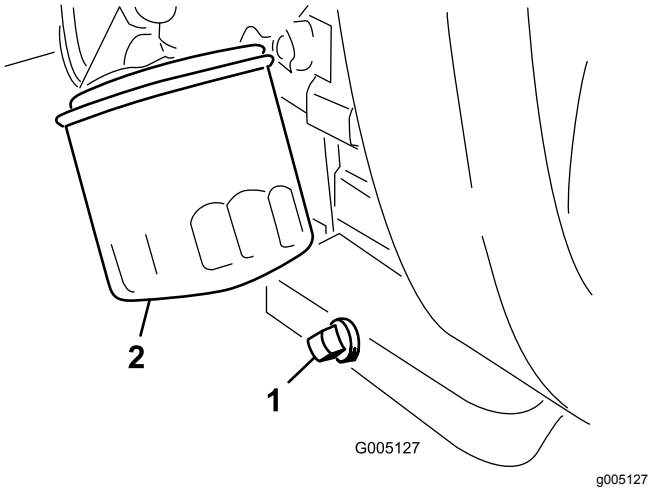

**Figur 39**
1. Ta bort avtappningspluggen (Figur 39) och låt oljan rinna ned i ett avtappningskärl. Sätt tillbaka avtappningspluggen när oljan har slutat rinna.
2. Avlägsna oljefiltret (Figur 39).